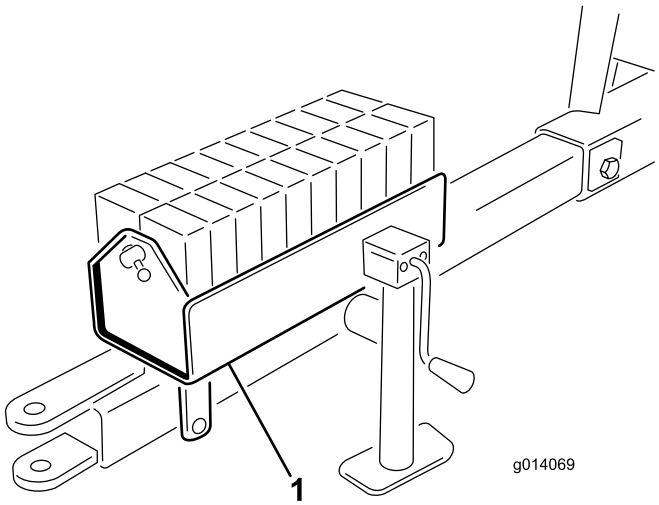

**Figur 6**
4. Monter vektkassen på festet med (2) 1/2 x 5–1/2 tommers bolter og låsemutre og stram til.
5. Fyll vektkassen med vektene og installer stangen og stiften (Figur 6).